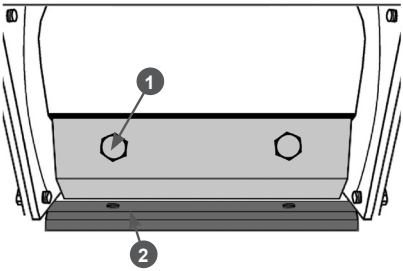

Рис. 31 Проверка зазора
4. Проверьте зазор между режущей кромкой ножа 1 и контрножом 2 (Рис. 31). После этого проверните барабан с ножами и проверьте зазор между контрножом и режущей кромкой второго ножа. Зазор должен быть 1-3 мм и быть одинаковым по всей длине ножа.